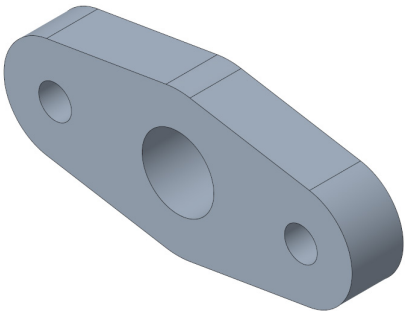
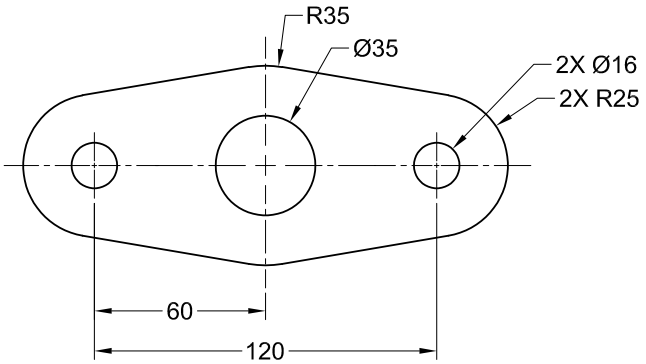

Figure 3-35 *Model for Tutorial 2*
Figure 3-36 *Sketch of the model*
In this tutorial, you will draw the sketch for the model shown in Figure 3-35. The sketch is shown in Figure 3-36. **(Expected time: 30 min)**
3. Clear the **Regenerate** check box and then modify the values of the dimensions, refer to Figure 3-36 for dimension values.